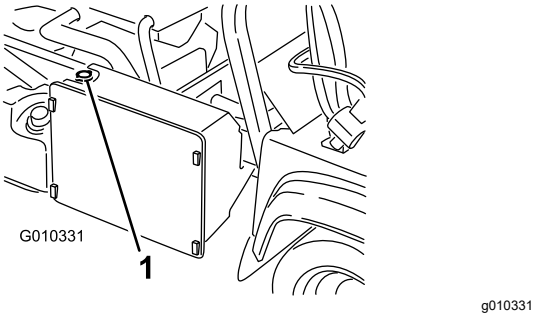

Figur 54
3. Fjern kølerdækslet (Figur 54).
4. Fjern reservetankens dæksel (Figur 54).
7. Fyld køleren helt op, og skru dækslet på (Figur 54).